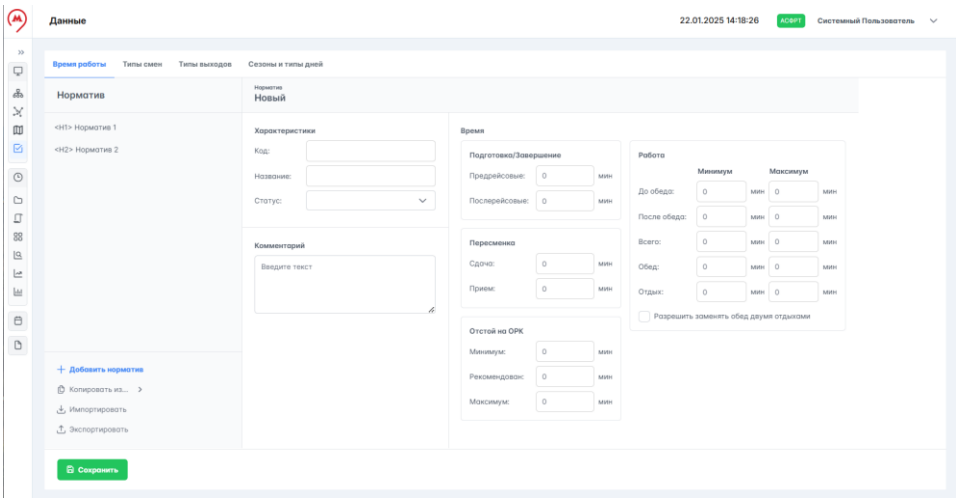

Рисунок 111 – Добавление нового норматива
1. Нажать на кнопку + Добавить норматив, справа в блоке данных откроется профиль нового норматива (рисунок 111).